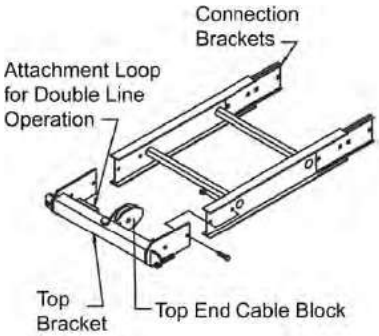

Figure 2
b) Attach the top end bracket to the top section of the assembled ladder. The Top Bracket can be bolted to the top of the ladder section. See Figure 2.